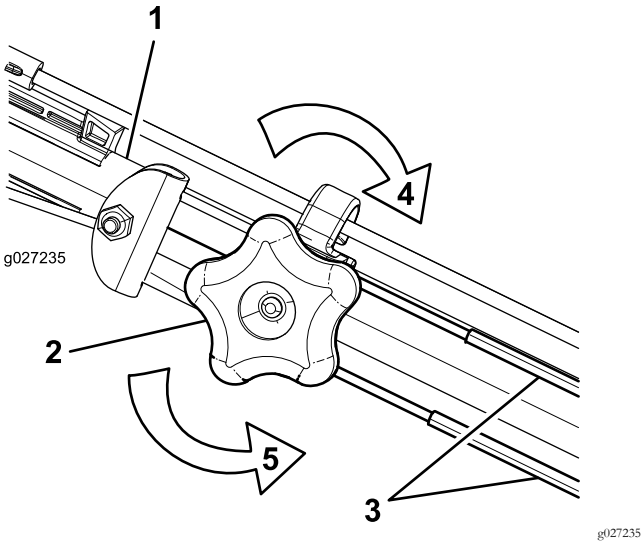

Figure 36
1. Tournez le bouton de réglage dans le sens antihoraire pour desserrer le réglage du câble (Figure 36).
2. Ajustez la tension des câbles (Figure 36) en les tirant en arrière ou en les poussant en avant puis en les maintenant à cette position.